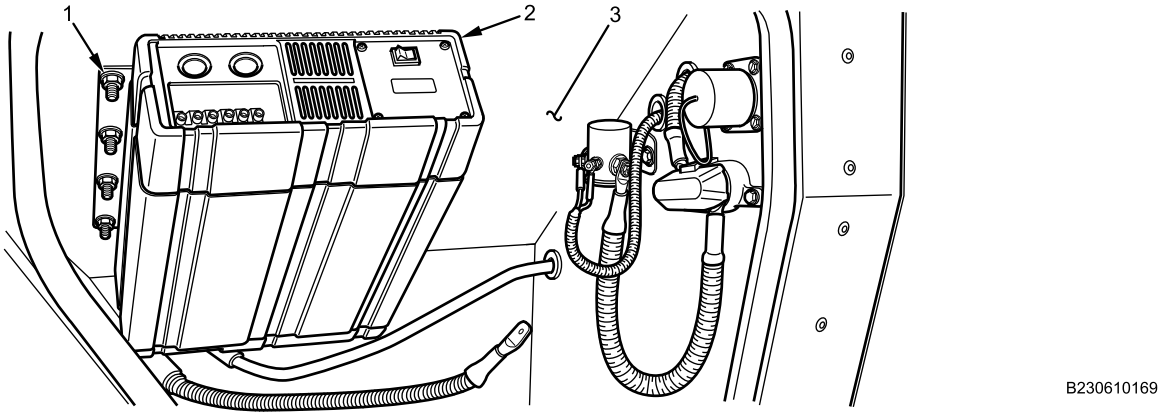

Figure 15. 110V Inverter Installation.
11. Install inverter (Figure 15, Item 2) on stowage bin (Figure 15, Item 3) with eight flanged nuts (Figure 15, Item 1). Tighten nuts securely.